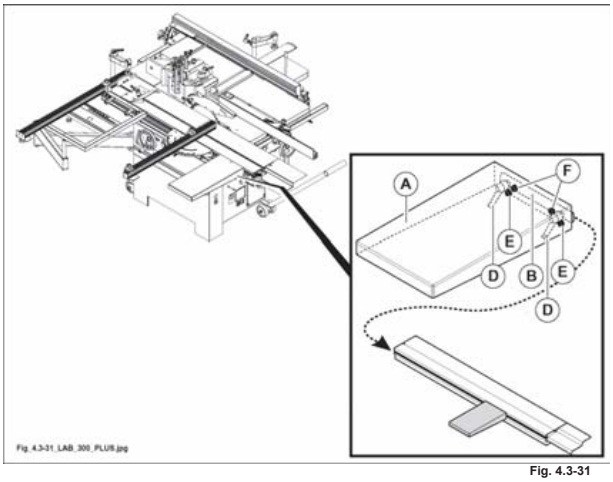

Fig. 4.3-31
1) Montare il pianetto (A fig. 4.3-31) inserendo il lardone (B fig. 4.3-31) nella scanalatura del vagone (C fig. 4.3-31).
2) Serrare le leve (D fig. 4.3-31).
3) Il piano è già registrato; per ulteriori regolazioni agire sui grani (E fig. 4.3-31) (livellamento) e sulle viti (F fig. 4.3-31) (posizionamento in altezza).